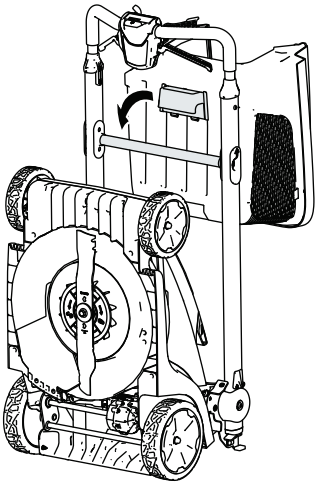

**Figura 23**
**Nota:** Potete agganciare il cesto di raccolta al braccio di rilascio della stegola in questa posizione (Figura 23).